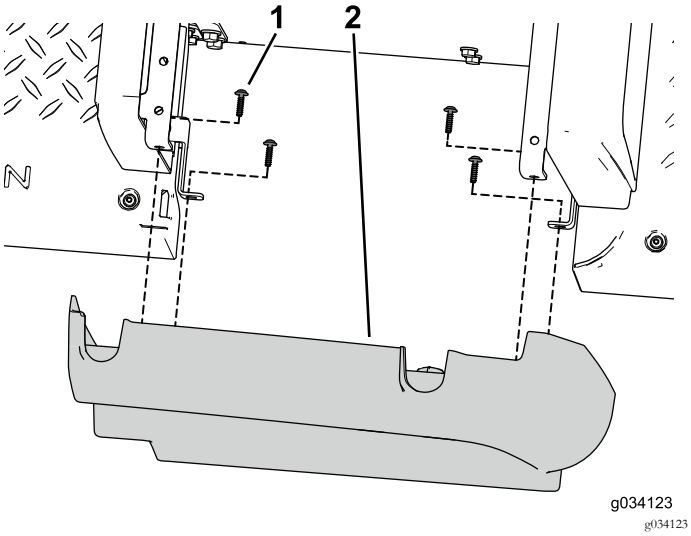

Figura 43
1. Utilice los 8 tornillos autorroscantes (3/32" x 7/8") para sujetar los paneles laterales derecho e izquierdo del kit a los paneles de la base del asiento delantero (Figura 43).